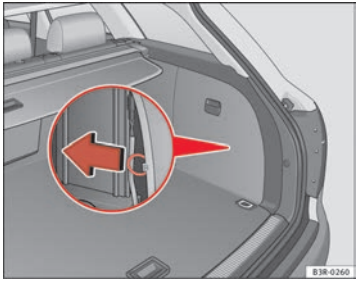

Fig. 175 Luggage compartment: Releasing the fuel tank flap by hand in case of emergency
– Pull the ring to unlock the fuel tank flap ⇒ fig. 175. ■